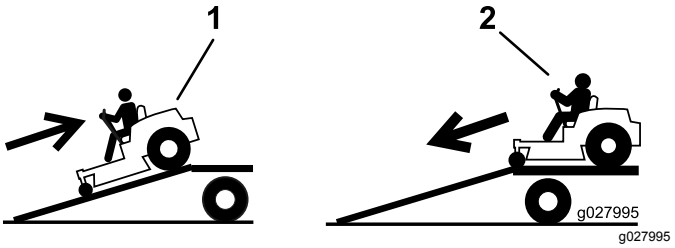

Figur 39
4. Backa maskinen uppför ramper (Figur 39).
2. Kör maskinen framåt nedför ramper (Figur 39).